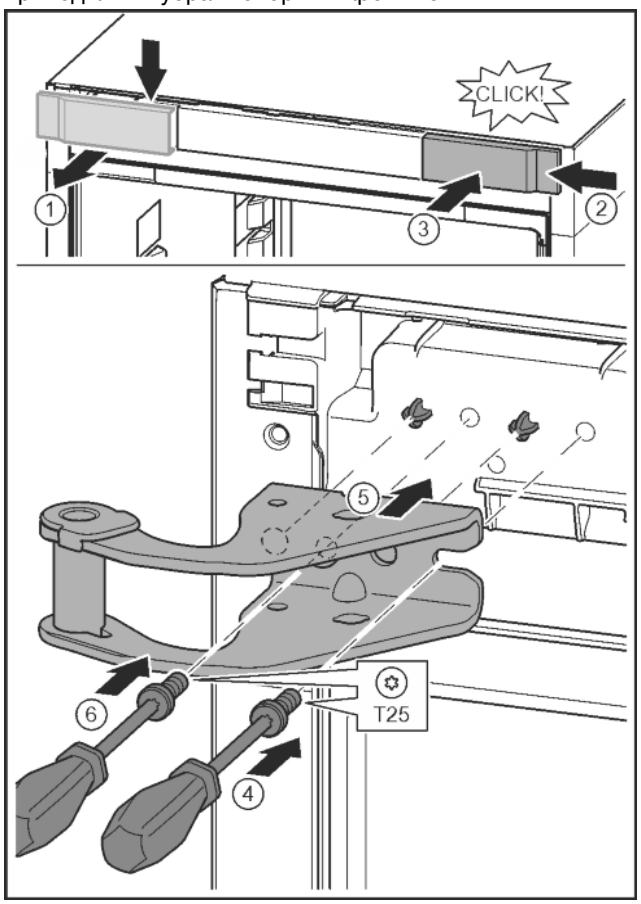

Fig. 14
- ▶ Отпустить крышку и снять сбоку. *Fig. 14 (1)*
- ▶ Навесить крышку, повернув ее на 180°, справа с другой стороны. *Fig. 14 (2)*
- ▶ Крышку зафиксировать. *Fig. 14 (3)*
- ▶ Установить винт отверткой T25. *Fig. 14 (4)*
- ▶ Установить верхний опорный кронштейн. *Fig. 14 (5)*
- ▶ Затянуть винт. *Fig. 14 (4)*
- ▶ Вставить и затянуть винт отверткой T25. *Fig. 14 (6)*